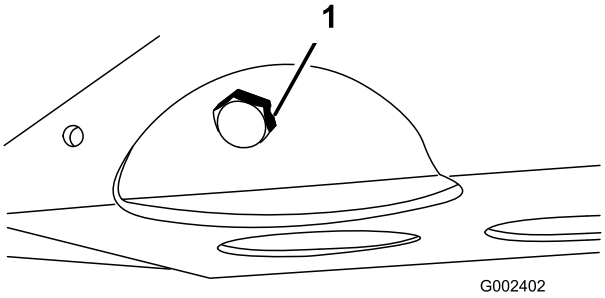

**Figur 44**
2. Fjern tappepluggen, og la oljen renne ned i et tappefat (Figur 44).